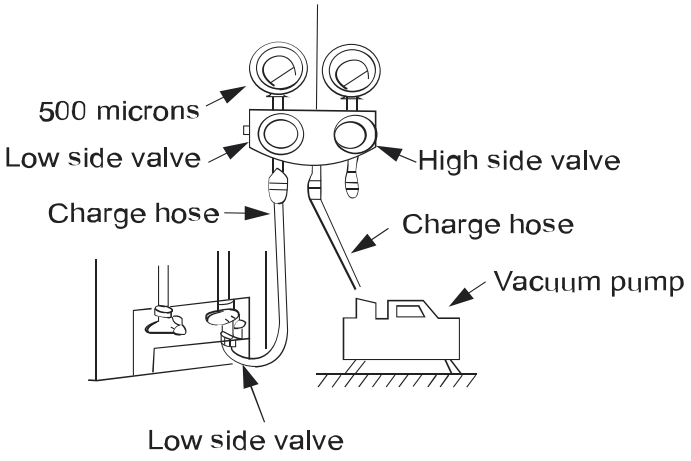

Fig. 9 —Manifold
1. Completely tighten the flare nuts. Connect the manifold gage charge hose to a charge port of the low side service valve (see Fig. 9).